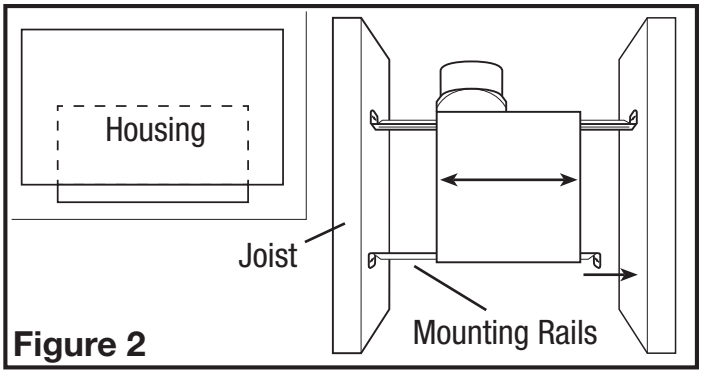
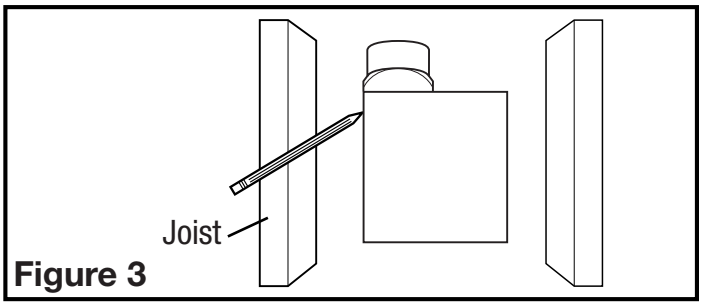

Figure 2
Figure 3
1. Install the rails into the mounting channel on the housing. Center the mounting channel in the slots on the housing, then from inside the housing tighten the mounting channel screws so the channel is securely in place. Position the housing next to the joist. Line up housing so that it will be flush with the finished ceiling. Secure the ends of the rails with screws or nails (not included) to the joists and slide the housing into the final position **(Figure 2).**
1. Set housing in position between the joist and trace an outline onto the ceiling material **(Figure 3).** Set housing aside and cut opening, being careful not to cut or damage any electrical or other hidden utilities. Install the rails into the mounting channel on the housing. Center the mounting channel in the slots on the housing, then from inside the housing tighten the mounting channel screws so the channel is securely in place. Position the housing in the previously cut hole so that it is flush with the finished ceiling. Secure the ends of the rails to the joists **(Figure 2).**